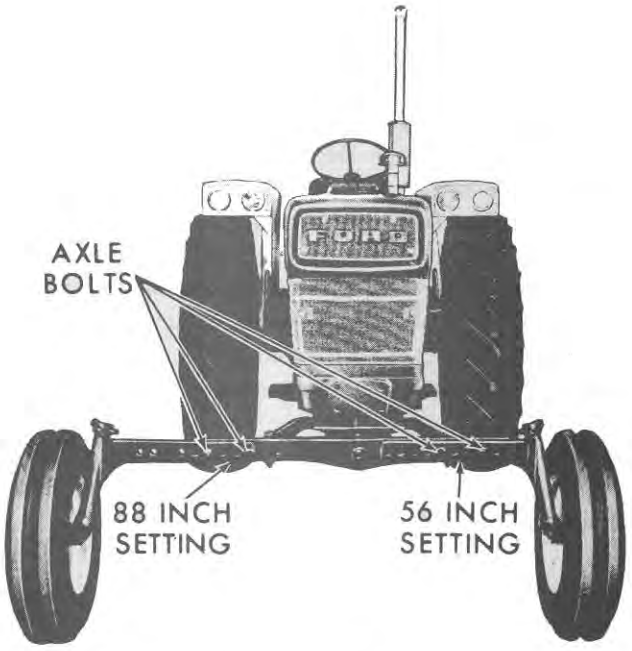

Figure 21
Wide Adjustable Front Axle: The tread width of the wide adjustable front axle is adjustable from 56 to 88 inches (142.2 to 223.5 cm), in approximately 4 inch (10.1 cm) increments. See Figure 21.
1. Remove the bolts, nuts, and flat washers securing the outer axle sections to the center axle section, Figure 21.